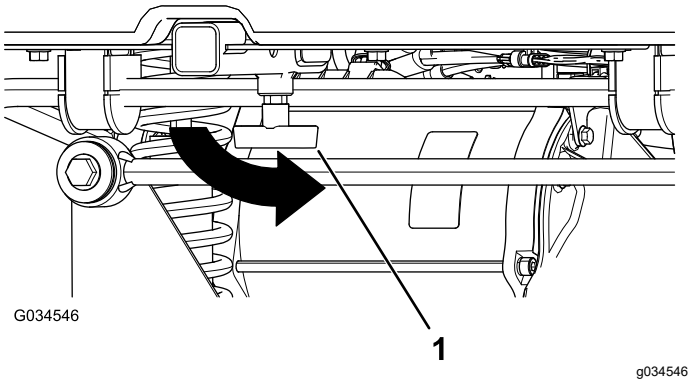

Figura 20
4. Apriete la maneta en T girándola en sentido antihorario (Figura 20).